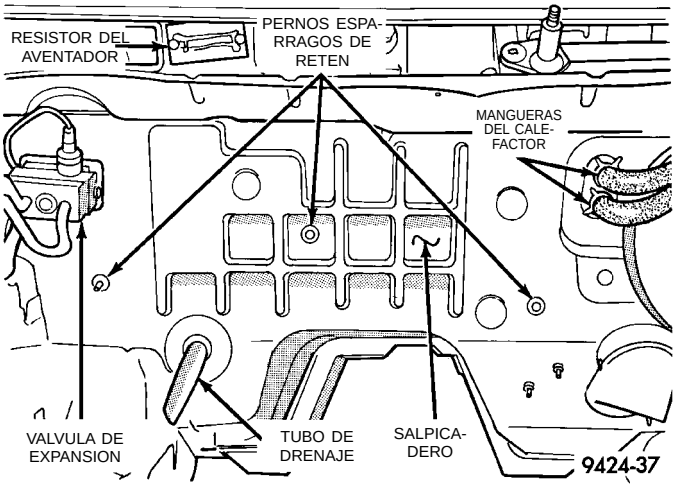

Fig. 44 Pernos espárragos del salpicadero
(5) Retire la válvula de expansión del evaporador. Coloque un trozo de cinta adhesiva sobre el racor del evaporador abierto para evitar que se introduzca suciedad o humedad en el evaporador.
(6) Retire la extensión del tubo de drenaje de goma del tubo de drenaje de condensación.
(7) Retire tres tornillos de retén emplazados en el compartimiento del motor, sobre el salpicadero (Fig. 44).